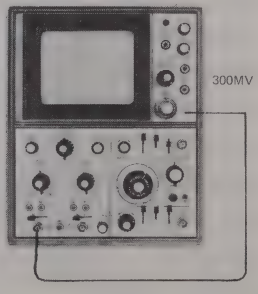

Figure 4-9. Vertical Vernier Check
4-27. TEST EQUIPMENT REQUIRED. This check requires no special test equipment. The oscilloscope internal calibrator output is used for this check, see figure 4-9.
a. After setting up oscilloscope as shown in figure 4-9, oscilloscope should indicate 6 cm deflection.